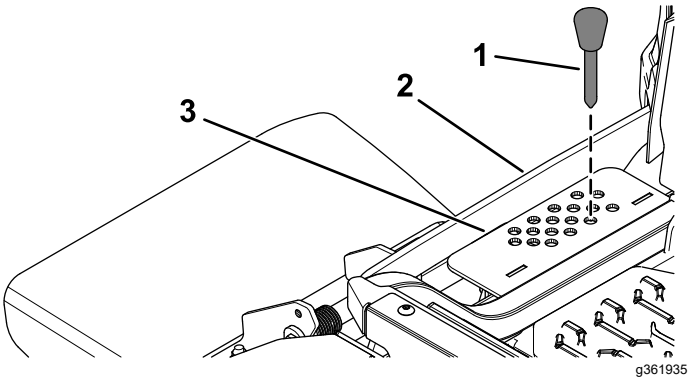

Figuur 31
2. Kies de opening in de maaihoogtebeugel die overeenkomt met de gewenste maaihoogtestand, en steek daarin de pen (Figuur 31).
3. Druk de hefschakelaar van het maaidek in tot de maaihoogtekoppeling de pen voor de maaihoogte net raakt (Figuur 31).